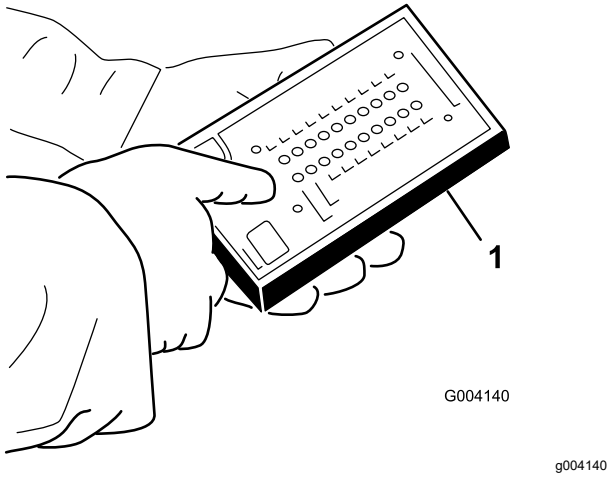

Figur 42
5. Koble diagnostikkinstrumentet ACEs displaykonnektor til ledningssatskontakten (Figur 42).